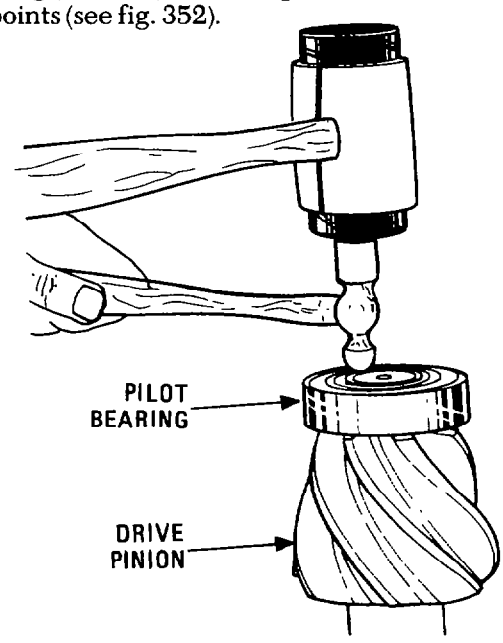

Fig. 352 — Staking Pinion Pilot Bearing
a. Press the pilot bearing (item 31) onto the pinion shaft (item 35) then stake the bearing to the shaft at four stake points (see fig. 352).